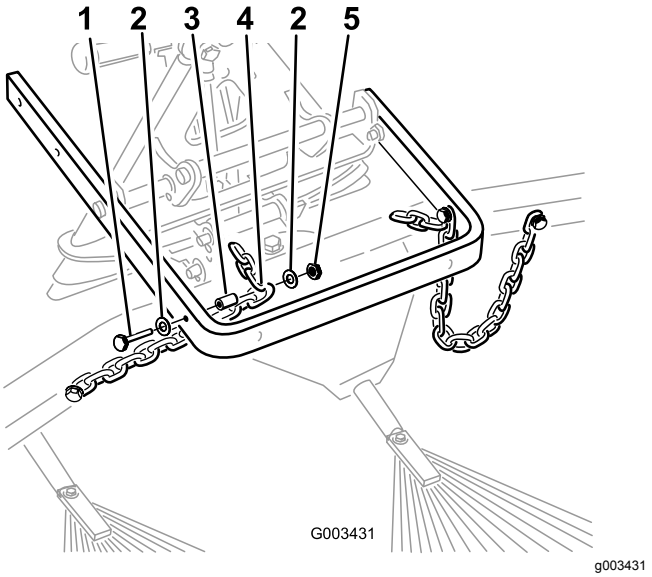

Rysunek 10
8. Zamocuj trzecie ogniwo każdego z łańcuchów od zewnętrznej strony ramienia podnoszenia (Rysunek 10) za pomocą śruby (⅜ x 2½ cala), 2 podkładek (⅜ x ⅞ cala), tulei dystansowej i nakrętki (⅜ cala).